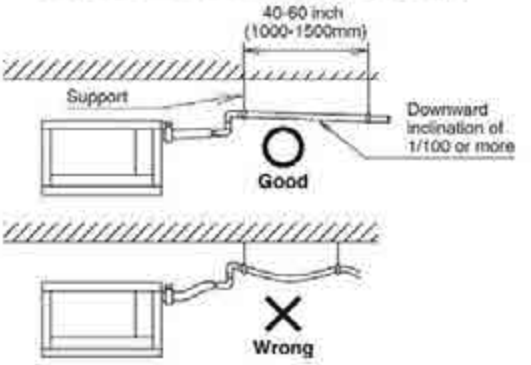

Fig. 12
- Install the drain piping as short as possible with downward inclination of 1/100 or more and without such that air may not stagnate. **(Refer to Fig. 12)** (It may cause abnormal sound such as bubbling noise.)
- Install supports at a distance of 40 to 60 inch (1000 to 1500mm) so that the piping may not deflect. **(Refer to Fig. 12)**
- Make sure to use the attached drain hose (2) and the clamp metal (1).